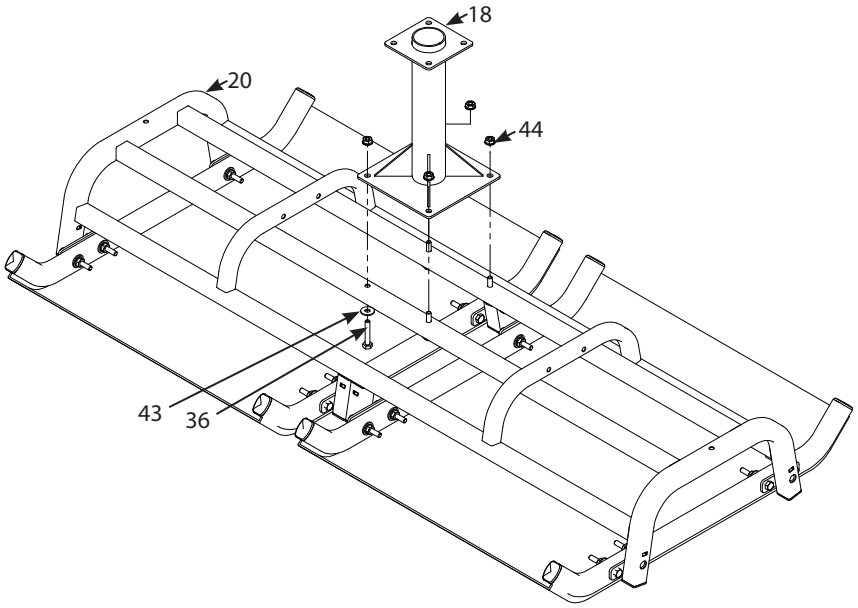

FIGURE 18
18. Attach the top seat post (18) to the seat frame (20) using four 1/4-20 X 1-1/2 IN bolts (36), 1/4 IN steel washers (43), and 1/4-20 nuts (44). **SEE FIGURE 18.**